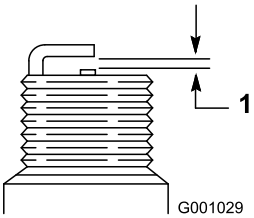

Rysunek 23
4. Odstęp pomiędzy elektrodami w nowej świecy powinien wynosić 0,76 mm (Rysunek 23).